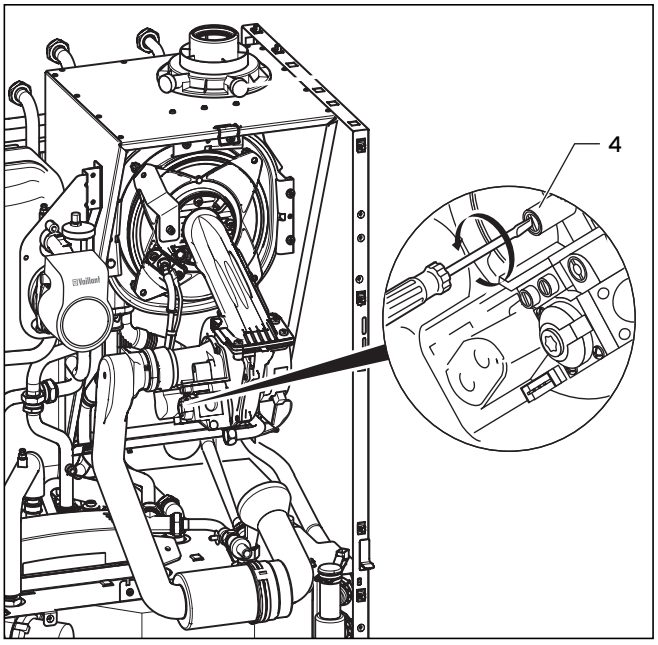

Abb. 7.6 Luftzahl einstellen
- Drehen Sie die Luftzahleinstellschraube (**4**, Abb. 7.6) behutsam rechts herum (im Uhrzeigersinn), um den CO_2-Gehalt zu verringern.